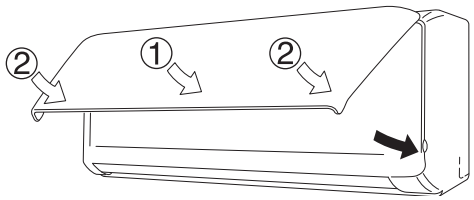

Fig. 3-18
(6) Insert the top of the anti-mold filter, and then secure the bottom of the filter with the protrusions on the unit.
(7) When closing the front panel, push the central part of the front panel first and then press the bottom right and left corners in place until you feel a click. (Fig. 3-18)